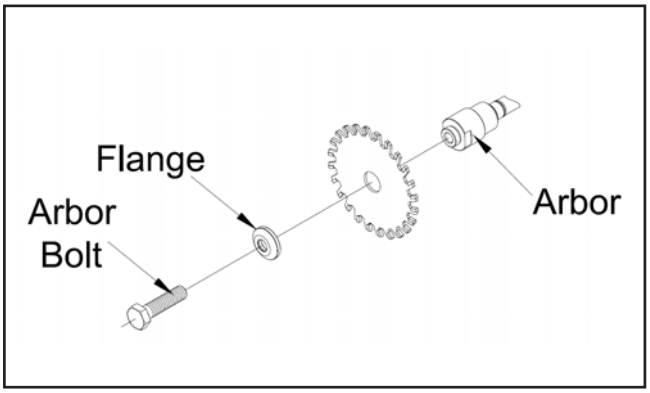

Figure 94. Scoring blade order of assembly.
9. Thread arbor hex bolt on clockwise and fully tighten it to secure the assembly (see **Figure 94** for order of assembly).